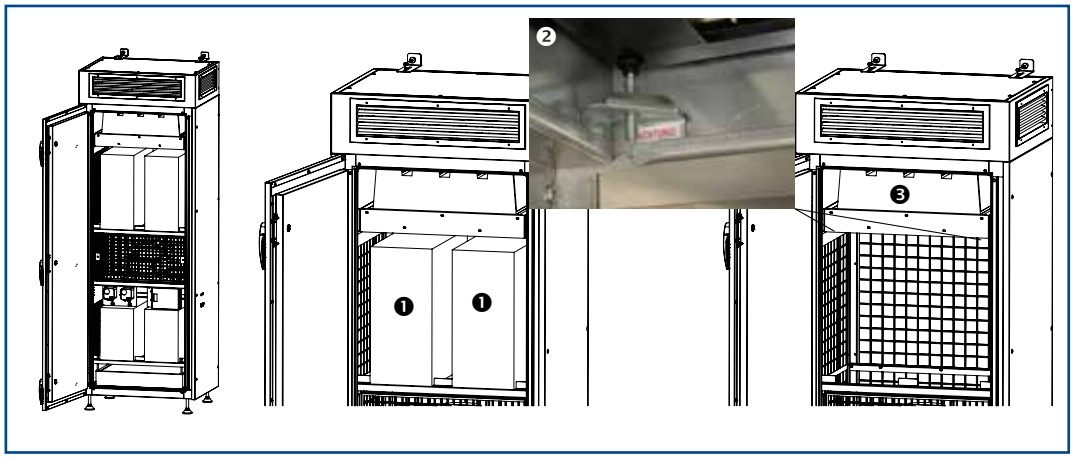

Abb. 5
- 2 Stück Schalldämpfer (Pos. 1) vorsichtig nach vorne herausziehen siehe Abb. 5